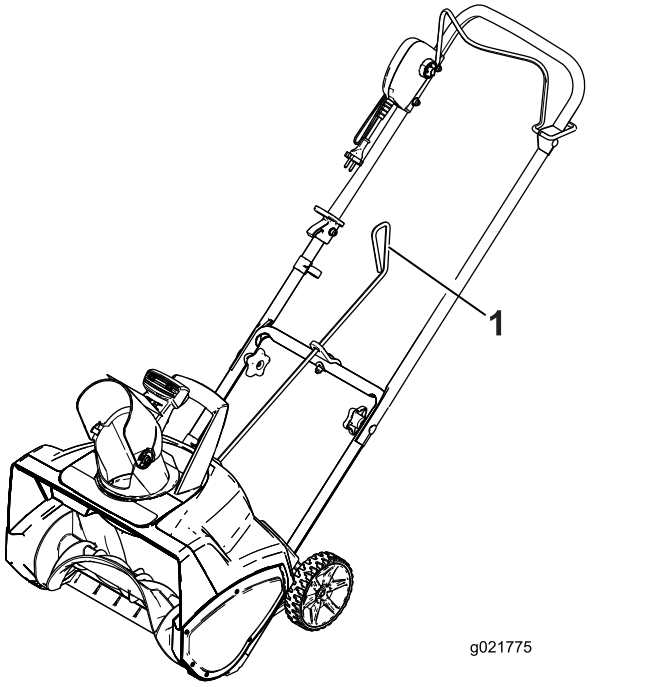
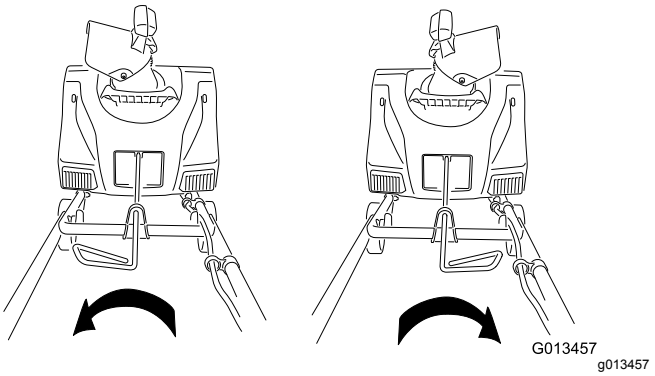

Figur 6
Figur 7
4. Sørg for, at håndtaget på sliskekontrolstangen peger opad (Figur 6), og før stangen ind i kilehullet på bagsiden af huset.
6. Bevæg håndtaget på sliskekontrolstangen, så det sikres, at det bevæger sig i samme retning som slisken (Figur 7).
Udblæsningsslisken indtilles ved at flytte håndtaget på sliskekontrolstangen i den retning, du vil rette snestrømmen (Figur 6 og Figur 7).